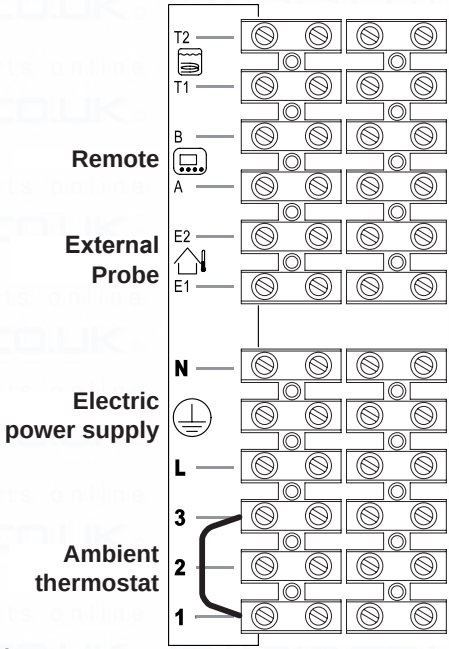
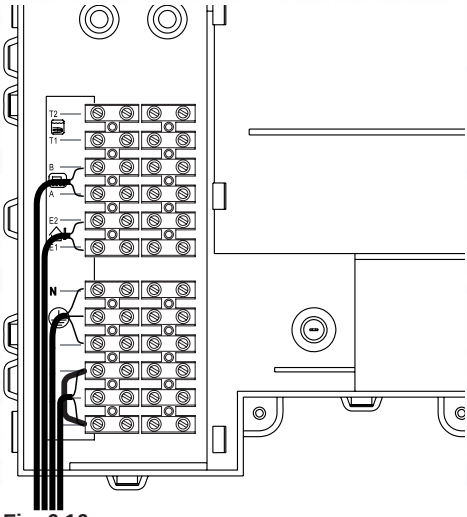

Fig. 6.15
Fig. 6.16
- Connect the electric power supply cable coming from the fused spur isolation switch to the power supply terminal block of the boiler Fig. 6.15 keeping the same connections for the live (brown wire) and the neutral (blue wire). External 3A fuse or fused plug with same current rating is recommended.
The route of the boiler and ambient thermostat's electric power supply cable or wires must follow the route indicated in Fig. 6.16.
Use the clamps indicated in Fig. 6.15 to connect the ambient thermostat.
Use the ambient thermostat's clamps indicated in Fig. 6.15 and Fig. 6.16 to connect the zone valve Insert the electric cables of the zone valve's micro switch contacts in clamps “1 and 3” of the ambient thermostat's terminal block as in Fig. 6.16.
The route of the external probe's connection wires must follow the route indicated in Fig. 6.16.
The route of the remote control cable must follow the route indicated in Fig. 6.16.